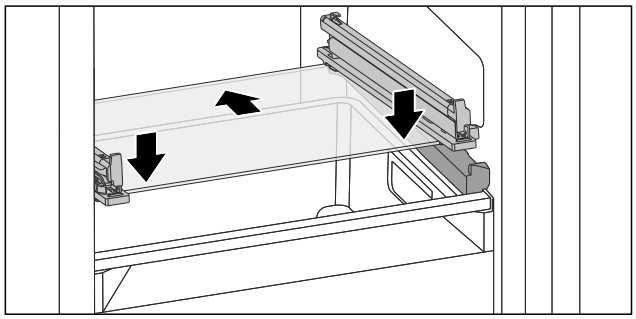

Fig. 141 Glasplatte des abkippbaren Schubfachs
▶ Glasplatte schräg hinter den Stoppern aufsetzen. (siehe Fig. 141)